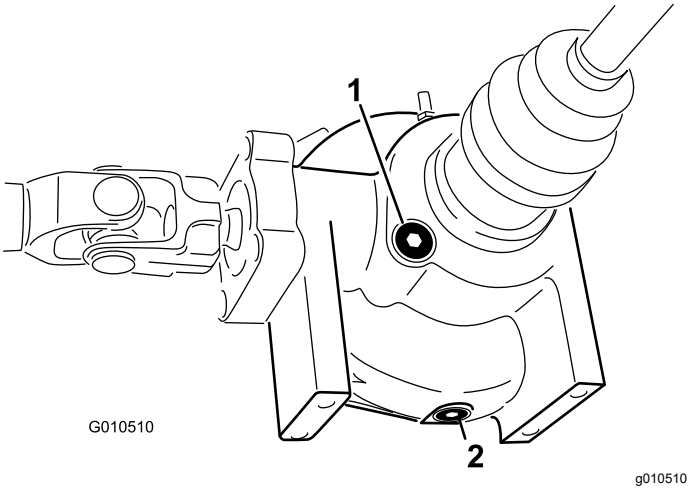

**図 44**
4. デファレンシャルの側面についている補給・点検プラグの周囲をきれいに拭く図 44。
4. デファレンシャル側面にあるドレンプラグの周辺をウェスできれいにぬぐう図 44。